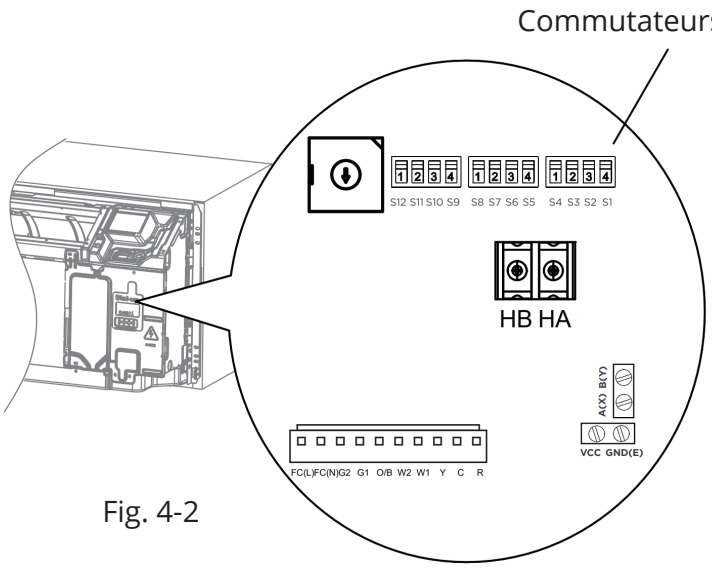

Fig. 4-2
Étape 2 : Retirez l'œillet en caoutchouc pour régler les commutateurs DIP. Remettez l'œillet en caoutchouc en place une fois l'opération terminée. Ne jetez pas l'œillet en caoutchouc. (Voir fig. 4-2.)